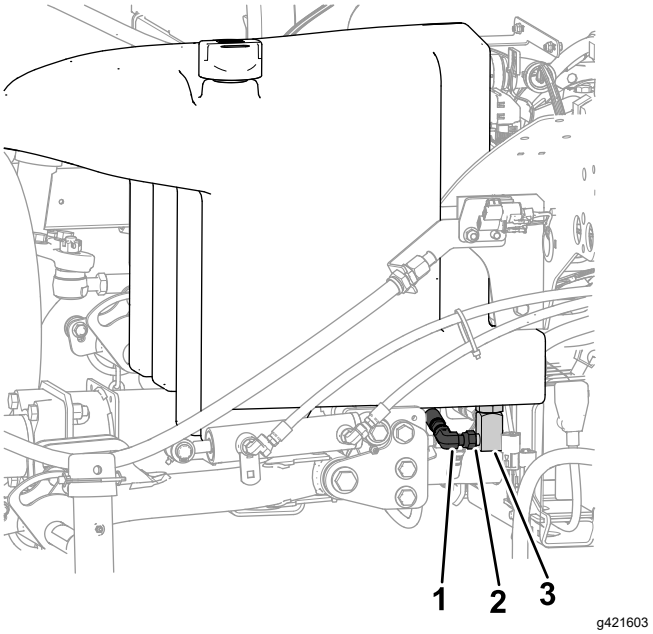

**Figuur 118**
2. Plaats een grote opvangbak onder het verdeelstuk (Figuur 118) aan de onderkant van de hydraulische tank, zie Inhoud van hydraulisch systeem (bladz. 80).